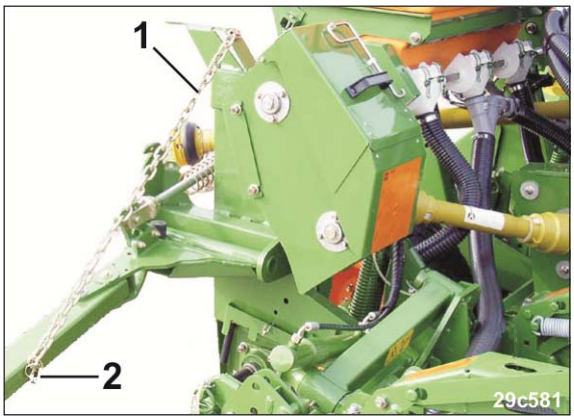

Fig. 124
11. Die Arbeitstiefe der Spuranreißerscheiben auf ca. 5 cm begrenzen durch Umhängen der Kette (Fig. 124/1).
12. Kette mit einem Klappstecker (Fig. 124/2) sichern.